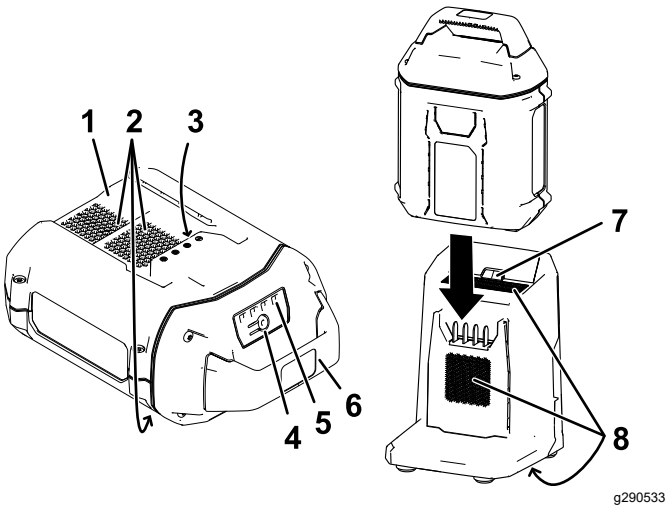

Figur 20
2. Rikta in håligheten i batteripaketet (Figur 20) med spetsen på laddaren.
3. Skjut in batteripaketet i laddaren tills det sitter ordentligt (Figur 20).